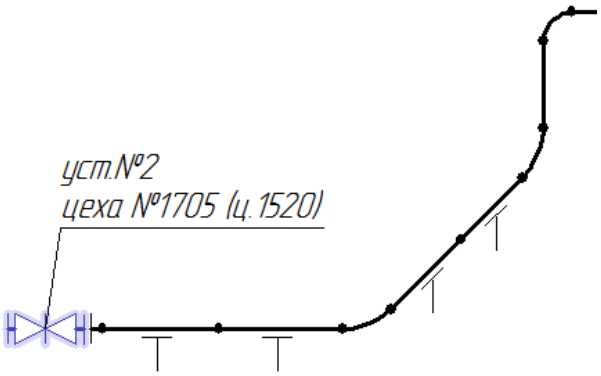

Рис. 1.5 – Пример выбранного элемента трубопровода
2.2.1. В режиме «Выделение элементов» выбрать элемент трубопровода, с которого начнется расстановка точек замеров в сечениях. По умолчанию выбранный элемент окрашен в синий цвет (рис. 1.5).